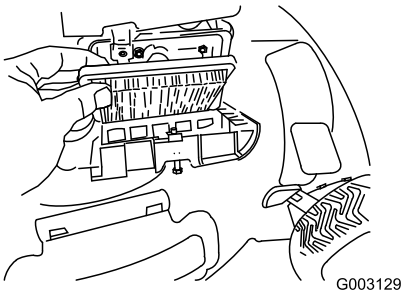

Figur 33
3. Byt ut luftfiltret (Figur 33).